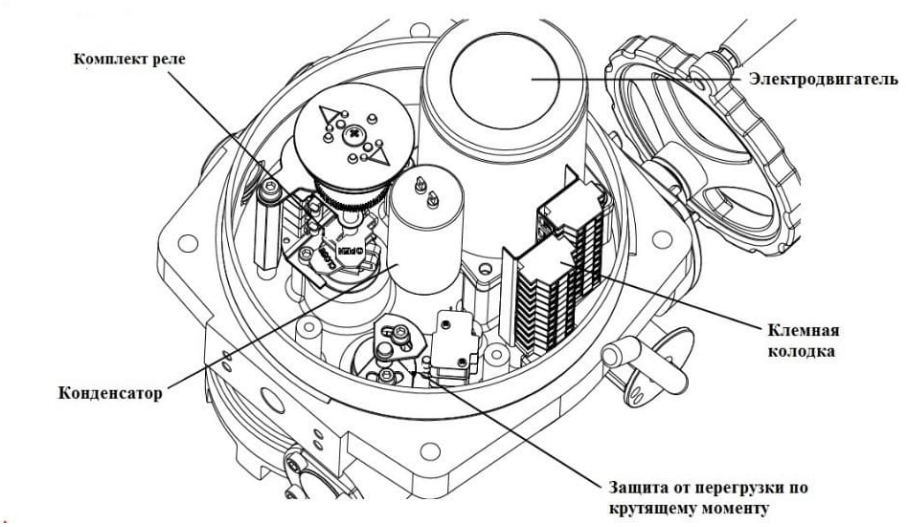

Рисунок 1 – Основные компоненты привода QT
4.2 При нахождении диска 4 (Приложение А) в промежуточном положении (между положениями «Закрыт» – «Открыт») оба реле (рисунок 1) находятся в выключенном состоянии. При нахождении диска Затвора в крайних положениях («Закрыт» – «Открыт») эксцентрический кулачок воздействует на одно из реле и формирует сигнал о положении Затвора «Затвор закрыт» или «Затвор открыт» с помощью замыкания нормально-разомкнутых «сухих» контактов реле с сопротивлением в замкнутом состоянии не более 25 Ом, при коммутируемом токе до 100 мА. Допускается местная регулировка эксцентрических кулачков.